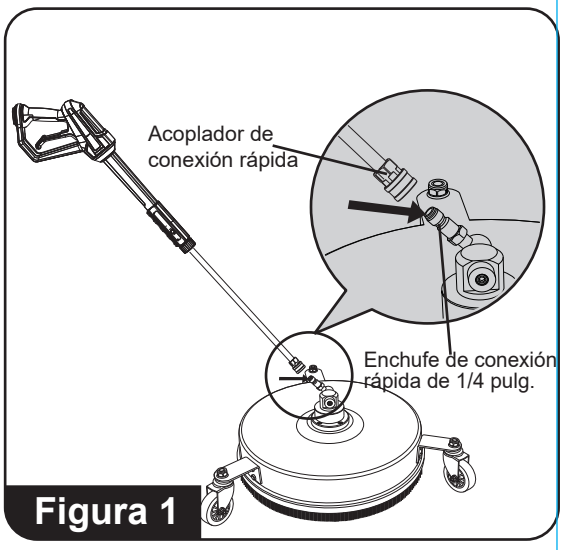

Figura 1
2. Conecte el enchufe de conexión rápida de 1/4 pulg. de la limpiadora de superficies al extremo de la vara del equipo de lavado con agua a presión (vara no incluida). (Consulte la figura 1)